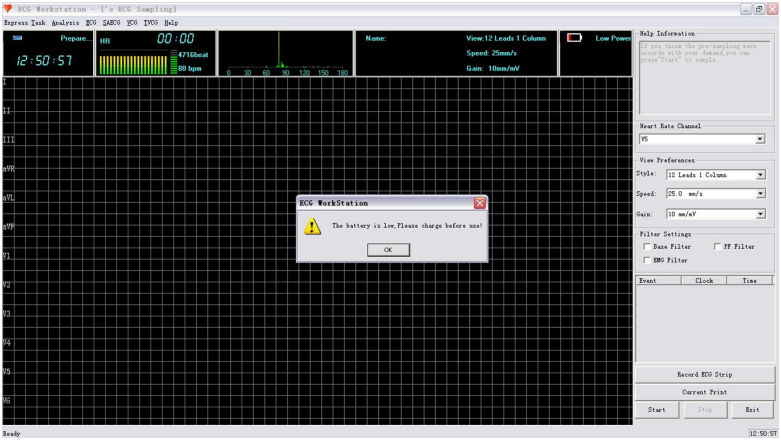
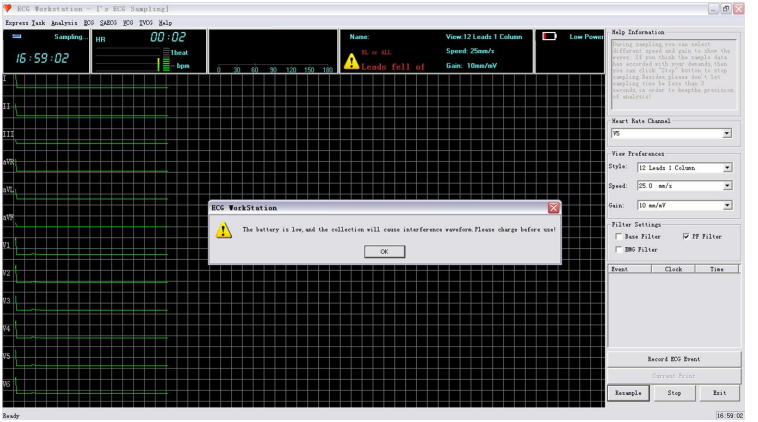
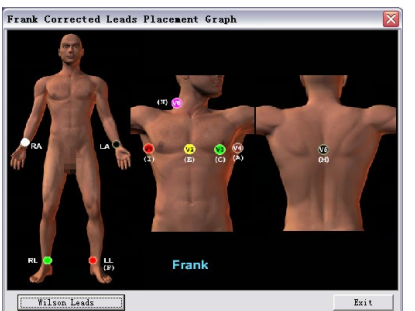

Figura 27
Figura 28
Figura 29
Durante il processo di raccolta dati, lo stato di carica della batteria è visualizzato in tempo reale nell'interfaccia di raccolta dati. Nell'immagine, lo stato della batteria indica che il livello di carica residuo è due e il colore di visualizzazione della linea di carica è verde. Se la carica è prossima all'esaurimento, lo stato della batteria verrà visualizzato in rosso. Si prega di ricaricare il dispositivo per essere in grado di continuare la raccolta dei dati. Il dispositivo segnalerà la carica della batteria bassa durante il processo di pre-campionamento, come mostrato in Figura 27; durante il campionamento, il messaggio sarà visualizzato come in figura 28.
- Se sono selezionati entrambi i sistemi Wilson a 12 derivazioni e Frank a 3 derivazioni ("Wlison Type 12 Leads" e "Frank 3 Leads"), il sistema visualizzerà una finestra di dialogo (mostrata in **Figura 28**) dopo aver premuto il tasto "Exit" (Esci) nell'interfaccia mostrata in **Figura 29**.
Posizionare gli elettrodi come mostrato in Figura 29, quindi fare clic "Start" (Avvia) per accedere all'interfaccia come